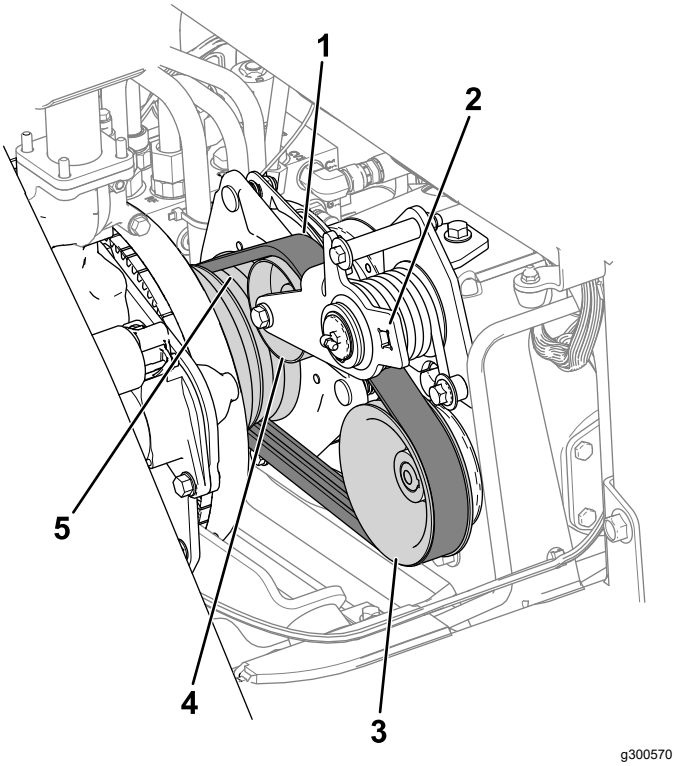

Figur 78
3. Dra remmen på motorremskivan, mellanremskivan och pumpremskivan (Figur 78).